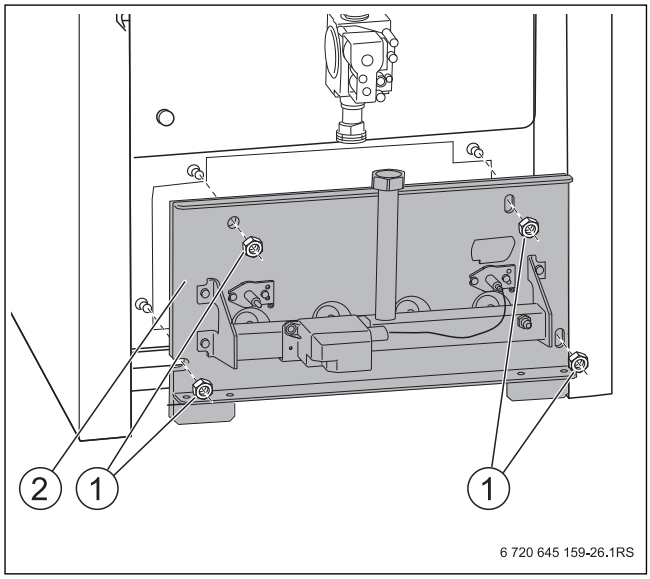

Рис. 43 Снятие крепежных гаек
- При креплении щитка горелки (→ рис. 43, [2], стр. 37) слегка затяните четыре винта.